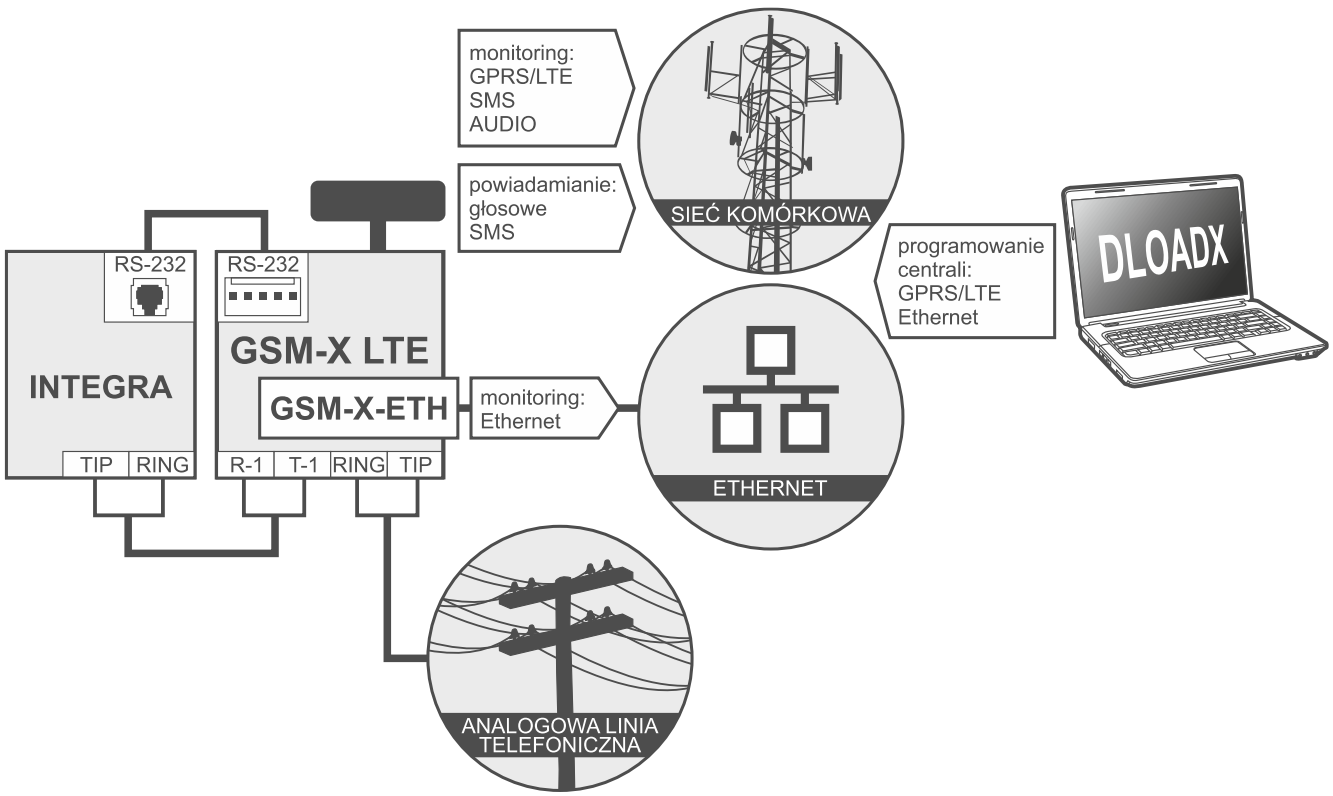
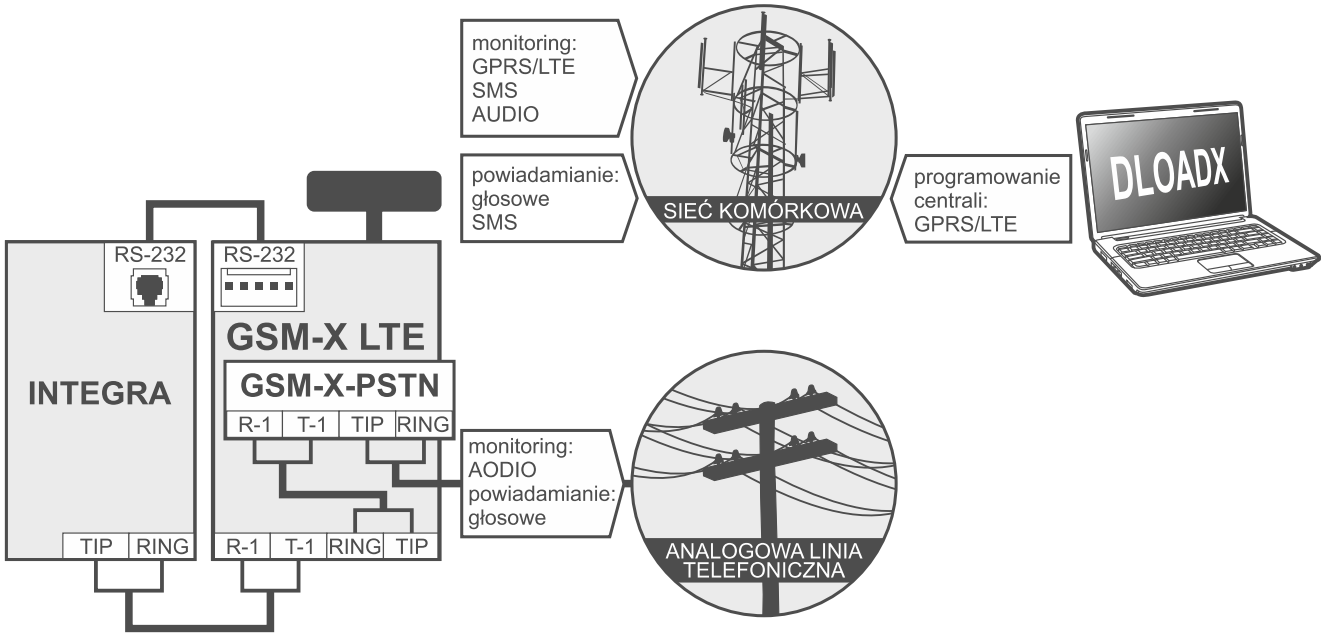

Rys. 6. Moduł współpracujący z centralą INTEGRA / INTEGRA Plus (zainstalowany jest moduł GSM-X-ETH).
Rys. 7. Moduł współpracujący z centralą INTEGRA / INTEGRA Plus (zainstalowany jest moduł GSM-X-PSTN).
- transmisja kodów zdarzeń do stacji monitorującej za pośrednictwem sieci komórkowej lub opcjonalnie przez sieć Ethernet (po zainstalowaniu modułu GSM-X-ETH – rys. 6), lub sieć PSTN (po zainstalowaniu modułu GSM-X-PSTN – rys. 7),
- powiadamianie głosowe za pośrednictwem sieci PSTN (po zainstalowaniu modułu GSM-X-PSTN – rys. 7),